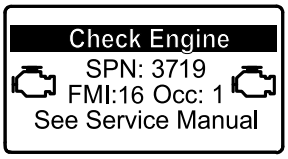

Figur 27
- Om en parkerad regenerering krävs visar InfoCenter motorvarning SPN 3719, FMI 16 (Figur 27) och motorns dator minskar motoreffekten till 85 %.